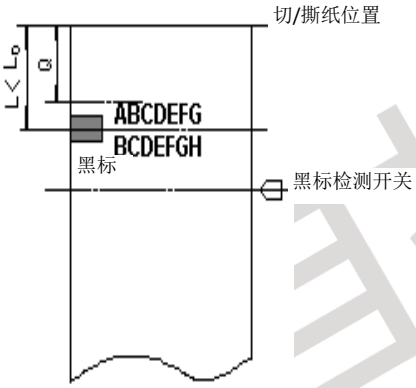

图 2
2. 当黑标印刷位置到切/撕纸位置的距离 L 小于打印机的机械值 L_0 时(如图 2 所示)，**GS** （ **F** 命令的切/撕纸位置偏移量计算见公式 1：